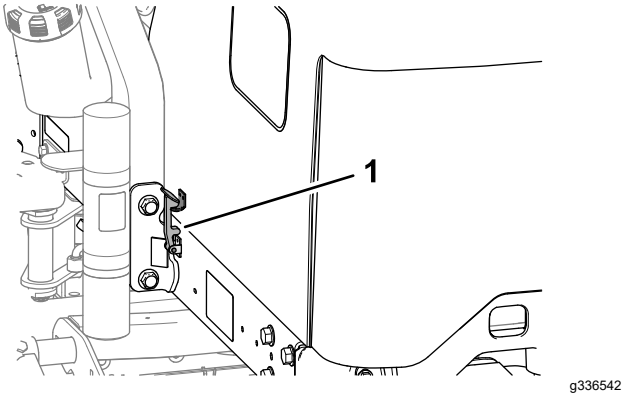

Rysunek 54
2. Otwórz maskę do góry i do tyłu (Rysunek 54).